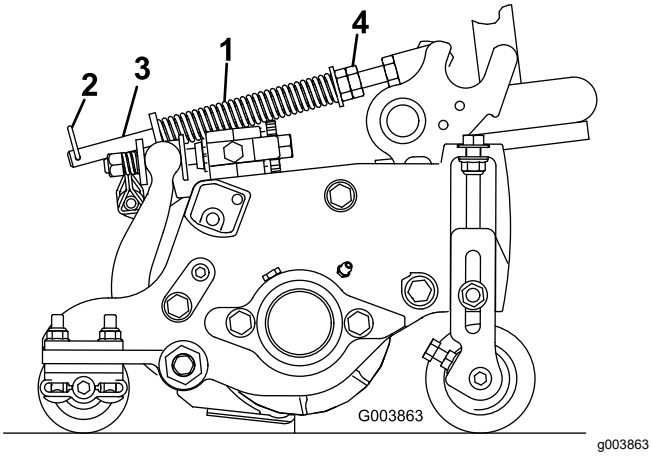

Рисунок 21
Пружина компенсации состояния грунта (Рисунок 21) переносит вес с переднего на задний валик. Это препятствует образованию на грунте волнообразных неровностей (так называемых «волн» или «трясок»).
1. Убедитесь, что игольчатый шплинт вставлен в заднее отверстие штока пружины (Рисунок 21).
2. Затяните шестигранные гайки на переднем конце штока пружины так, чтобы длина сжатой пружины была равна 15,9 см; см. Рисунок 21.